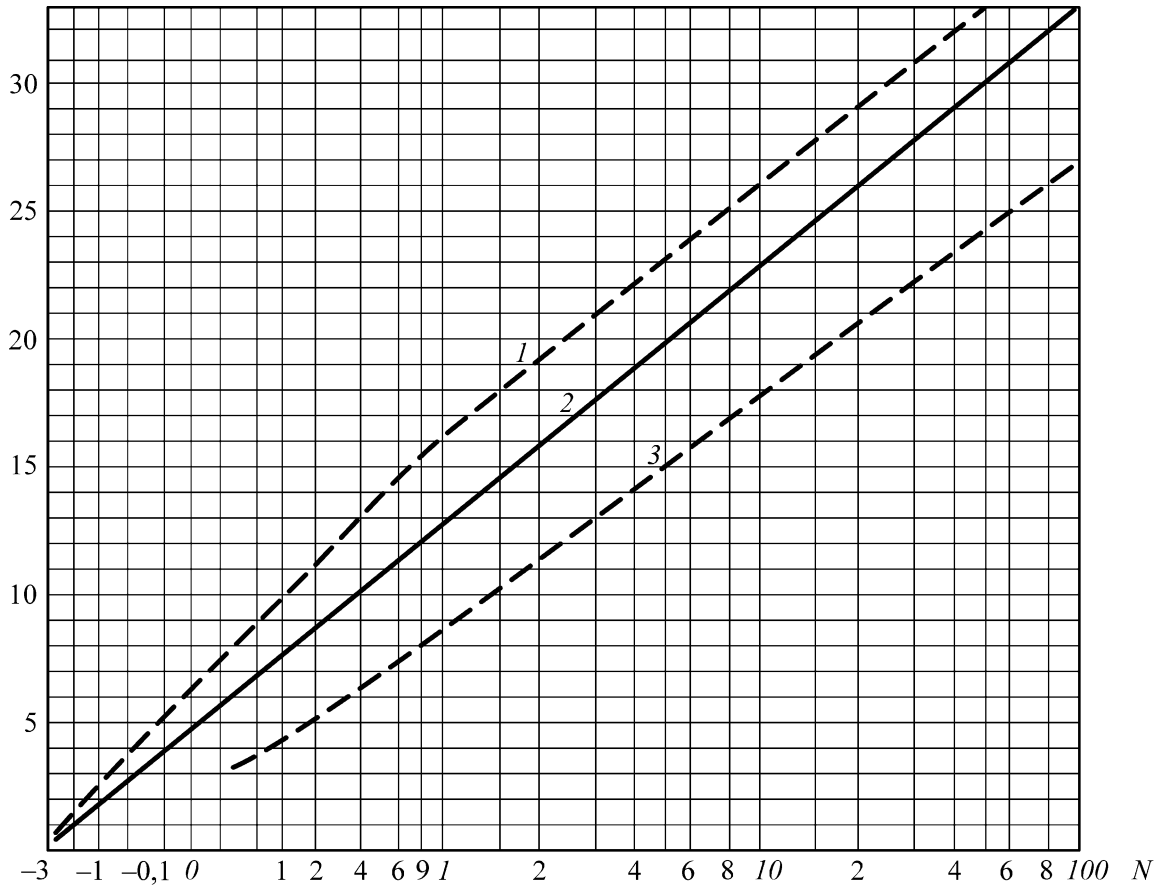

Рис. 1.1. Зависимость снижения уровня звукового давления от числа Френеля
$\Delta L_{экр}$ [дБ] рассчитывается на основе законов дифракции и определяется пографику (рис. 1.1).
4. Найти по диаграмме (рис. 1.1) снижение уровня звукового давленияэкраном, $\Delta L_{экр}$.